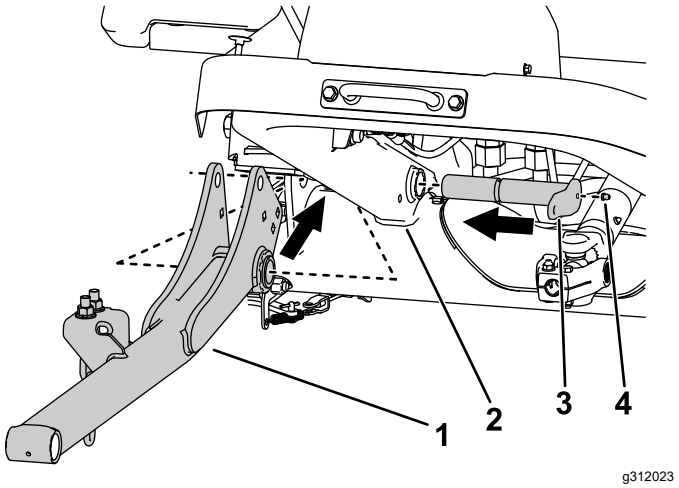

Figur 6
2. Använd två stora stift för att montera lyftarmarna på maskinramen (Figur 6).
3. Montera smörjnipplarna på de stora stiften (Figur 6).